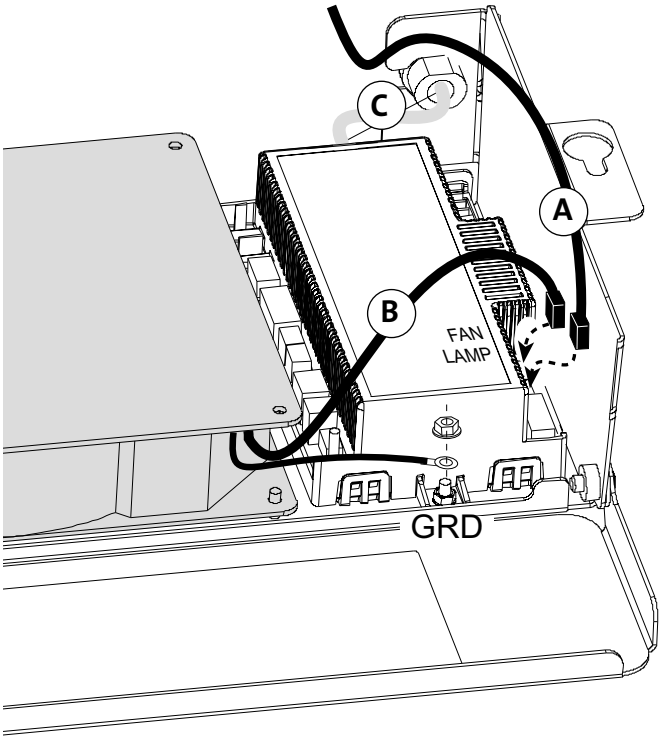

Figure 11.7. Blower & Lamp Terminal Connections.
Connect the harness (A) to the terminal labelled "Lamp" on the right side of the IFC board. See fig. 11.7 on page 22.
2. Connect the blower power lead (B) to the IFC board terminal labelled “FAN”. See Fig. 11.7.
3. Connect the blower ground lead to the ground terminal at the front of the IFC using the nut provided on the board. Fig. 11.7.